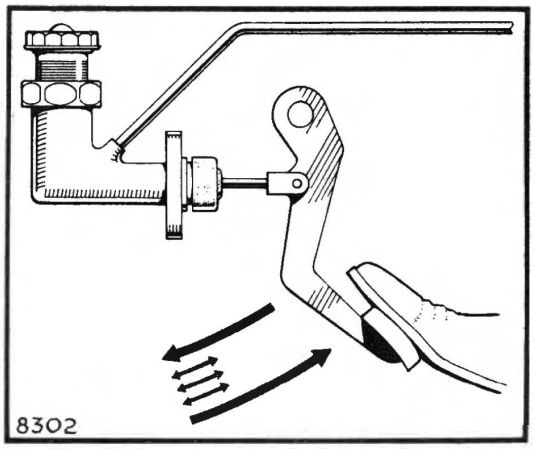

Fig. 4. *Indicating the long and short pedal strokes necessary to bleed the hydraulic system of air*
4. Slacken off the bleed screw half to three-quarters of a turn and with an assistant depress the brake pedal a succession of long and short rapid strokes, i.e. the pedal depressed through its full stroke followed by two or three short rapid strokes and then allowed to fly back to the stop with the foot removed; any floor covering that prevents the full pedal stroke must be removed. Actuate the brake pedal in this manner until the fluid entering the glass vessel is free from air bubbles and then re-tighten the bleed screw on the next downward stroke of the brake pedal to the tightening torque given in the "General Data Section" (Fig. 4).